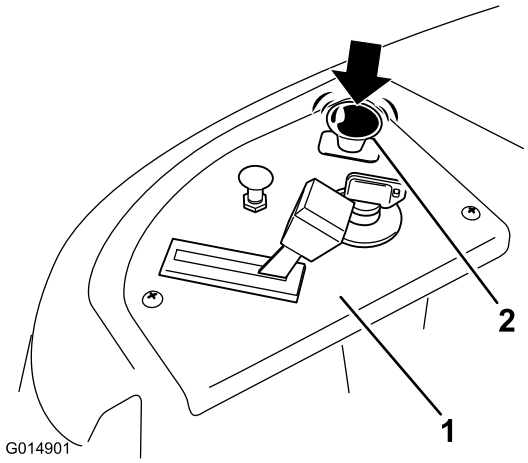

Figur 12
2. Udkobl skæreknivene ved at flytte kontakten til regulering af skæreknive til positionen Fra (Figur 12)